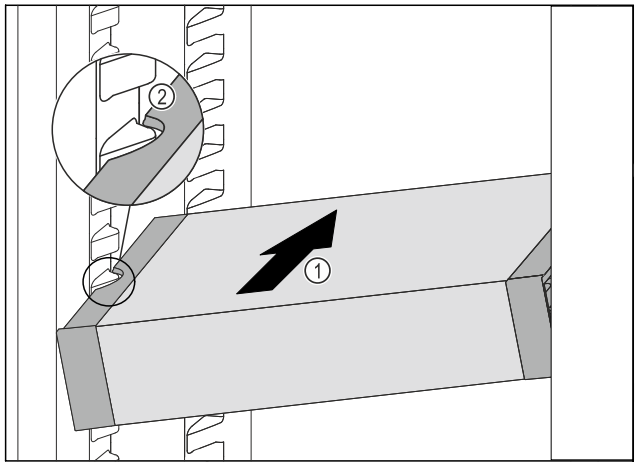

Fig. 139
▶ Introduzca el VarioSafe en posición oblicua en el compartimiento del frigorífico *Fig. 139 (1)* hasta que los huecos laterales *Fig. 139 (2)* del VarioSafe se encuentren a la altura de la nervadura del recipiente en el compartimento frigorífico.